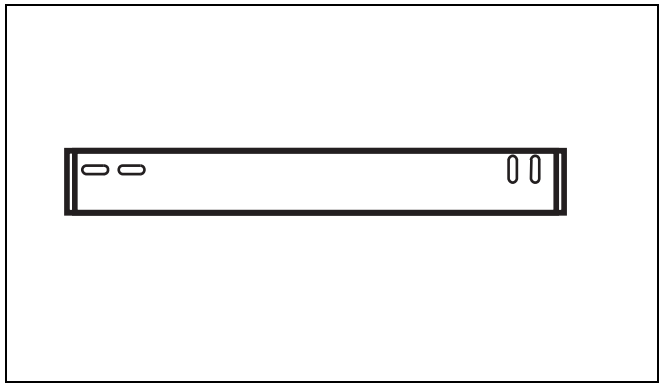

Рис. 3 Настенный кронштейн
- Закрепите настенный кронштейн на стене (→ рис. 3).
- Повесьте котёл на настенный кронштейн (→ рис. 3).